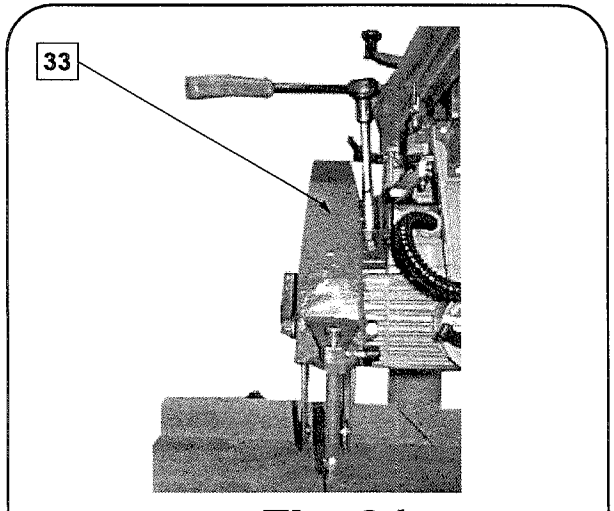

Fig. 21
27. Inserire il carter coprilama sul perno di supporto (**33**) come in Fig. 21.
28. Rimontare la rondella e il dado e fissare il tutto con chiave a tubo da 17. Fig. 21.
27. Insert the the blade casing into its support pin (**33**) as shown in Fig. 21.
28. Refit the nut and washer and tighten down with a size 17 socket wrench. Fig. 21.